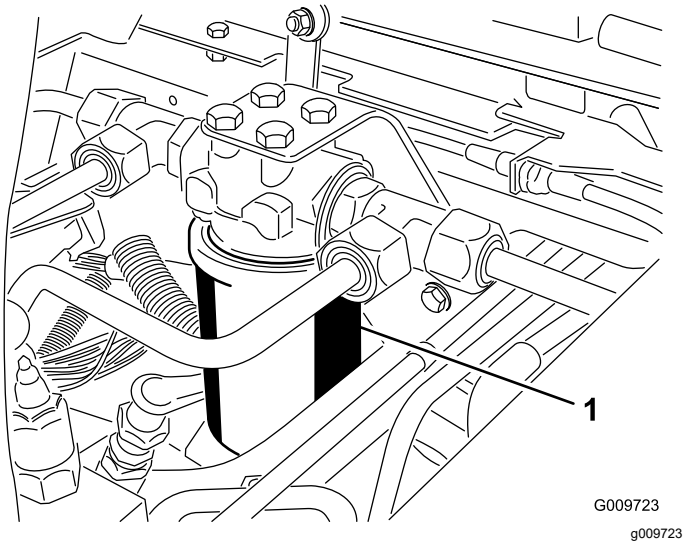
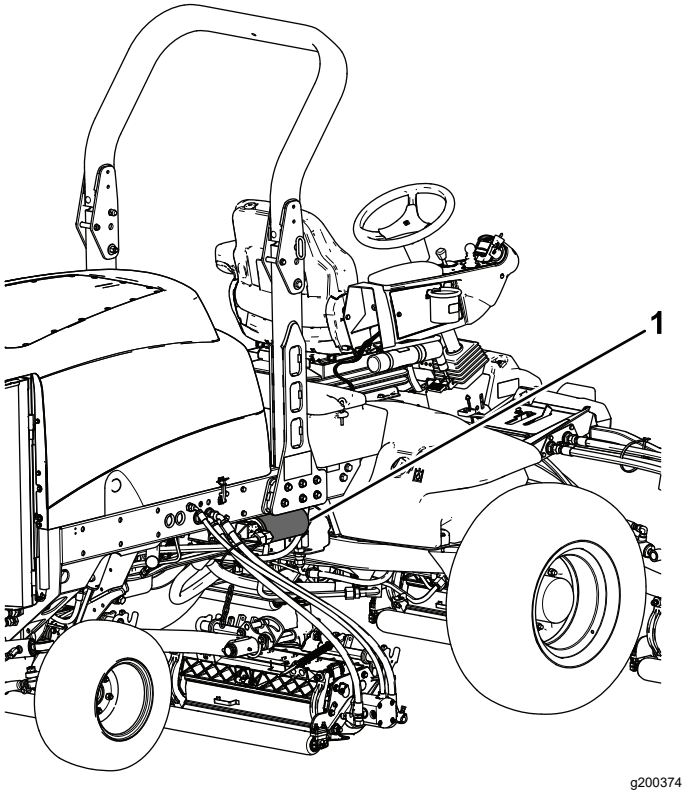

Figur 118
Figur 119
3. Anbring en drænbakke under filteret, og afmonter filteret (Figur 118 og Figur 119).